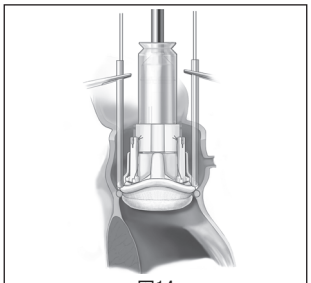

図14
7. 止血鉗子でターニケットを押さえて縫着輪に弁を固定します（図14）。